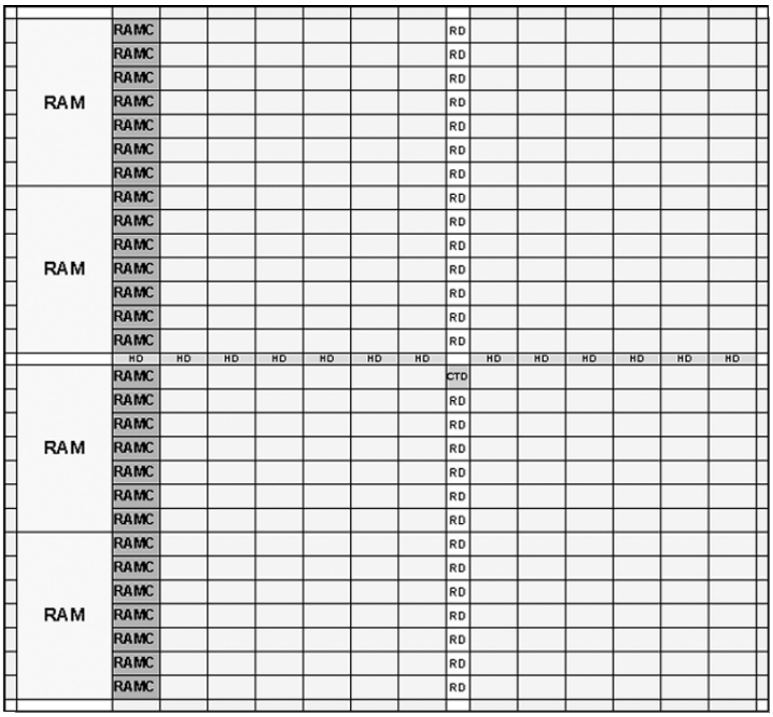
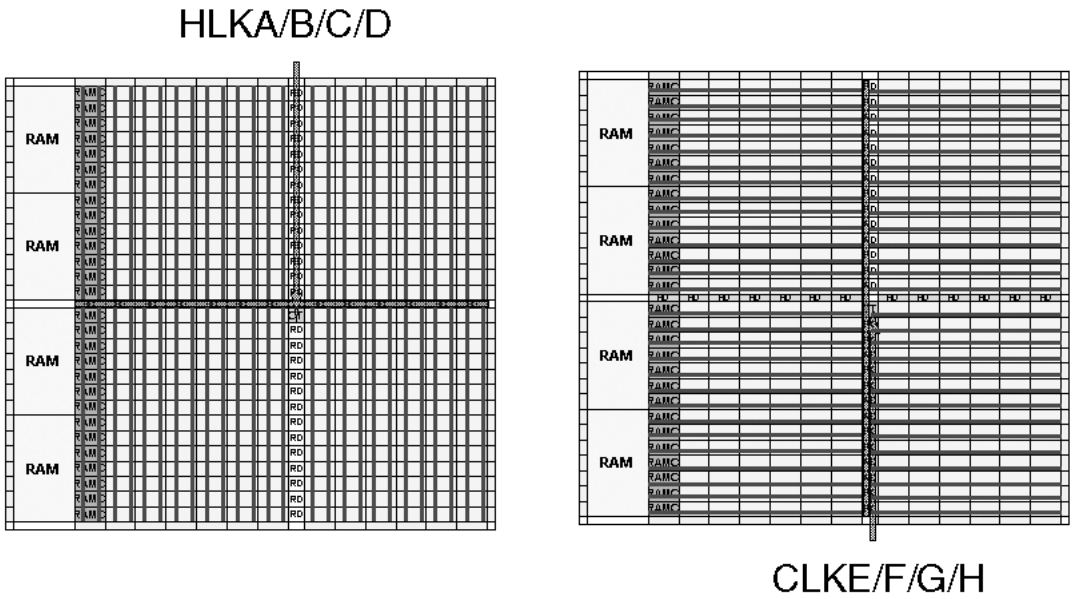

***Figure 2-40* • CTD, CD, and HD Module Layout**
***Figure 2-41* • HCLK and CLK Distribution within a Core Tile**
The ClockTileDist Cluster contains an HCLKMux (HM) module for each of the four HCLK trees and a CLKMux (CM) module for each of the CLK trees. The HCLK branches then propagate horizontally through the middle of the core tile to HCLKColDist (HD) modules in every SuperCluster column. The CLK branches propagate vertically through the center of the core tile to CLKRowDist (RD) modules in every SuperCluster row. Together, the HCLK and CLK branches provide for a low-skew global fanout within the core tile (Figure 2-40 and Figure 2-41).